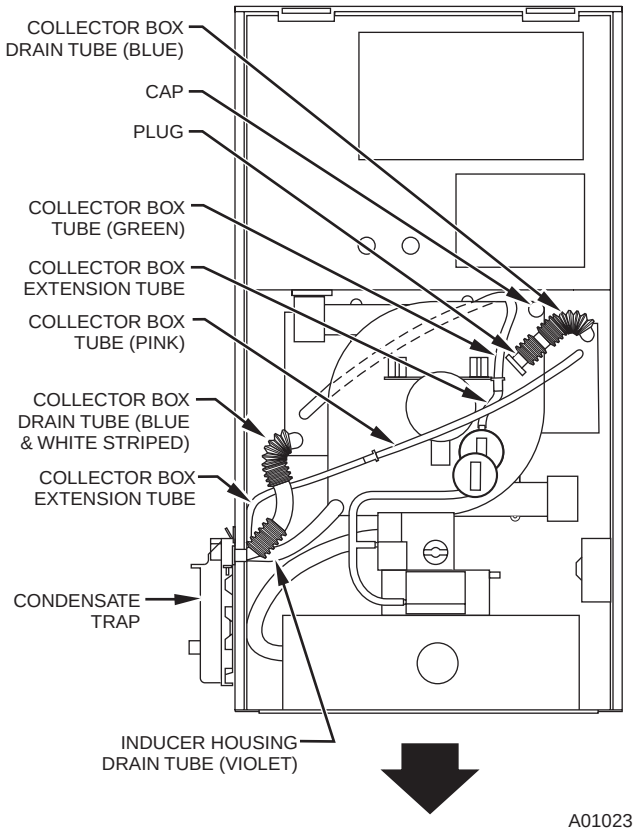

**Fig. 8—Downflow Tube Configuration Left-Hand Trap Installation)**
**NOTE:** See Fig. 8 or 9 or tube routing label on main furnace door to check for proper connections.